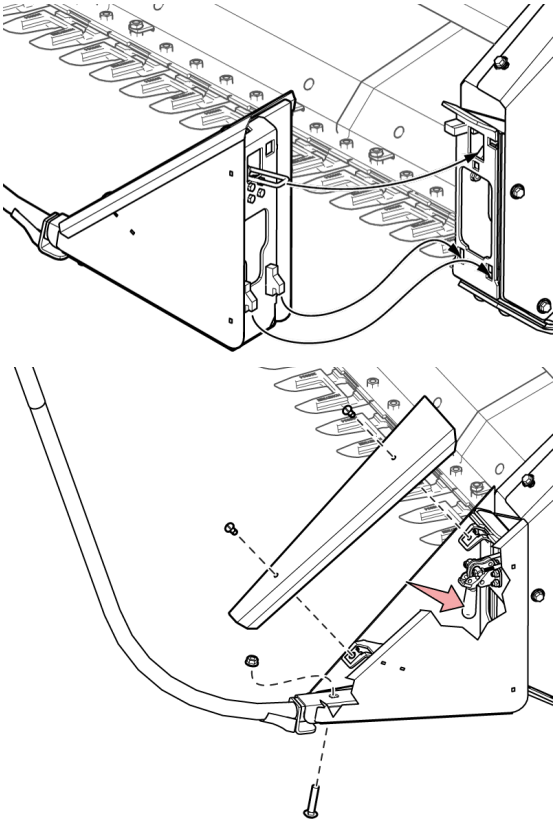

Fig. 41 - Instale el separador de cultivos
Asegúrese de que los separadores de cultivos están correctamente instalados y libres de acumulación de material. (Consulte Fig. 41 en la página 33)
- ☐ Asegúrese de que los separadores de cultivos están correctamente instalados y libres de acumulación de material. (Consulte Fig. 41 en la página 33)